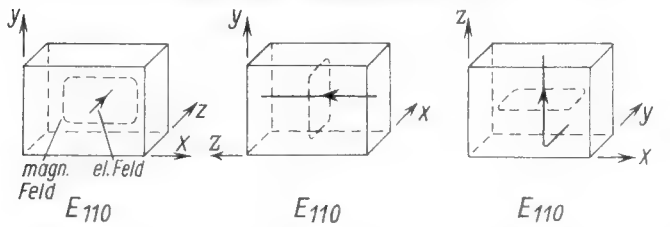

Bild 9. Bei sinngemäßer Wahl des Koordinatensystems erhält man trotz verschiedener Orientierung der Schwingung die gleiche Bezeichnung
2. Umgekehrt kann jede Schwingungsform durch entsprechende Festlegung des Koordinatensystems als elektrischer Schwingungstyp festgelegt werden (Bild 9).